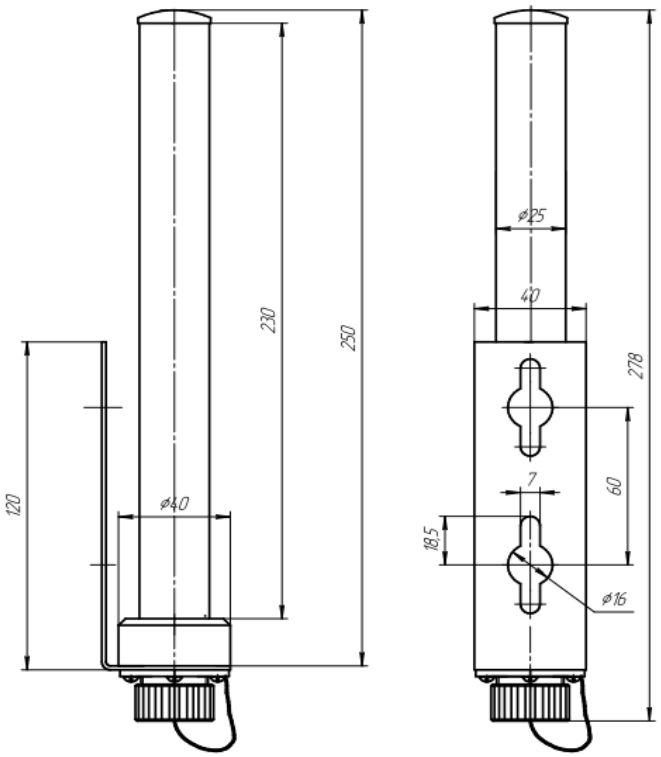

Рисунок 1. Габаритные и присоединительные размеры КБС (RF 868 MHz)
- габаритные и присоединительные размеры на технологическом объекте соответствуют размерам КБС (RF 868 MHz) (см. рисунок 1);